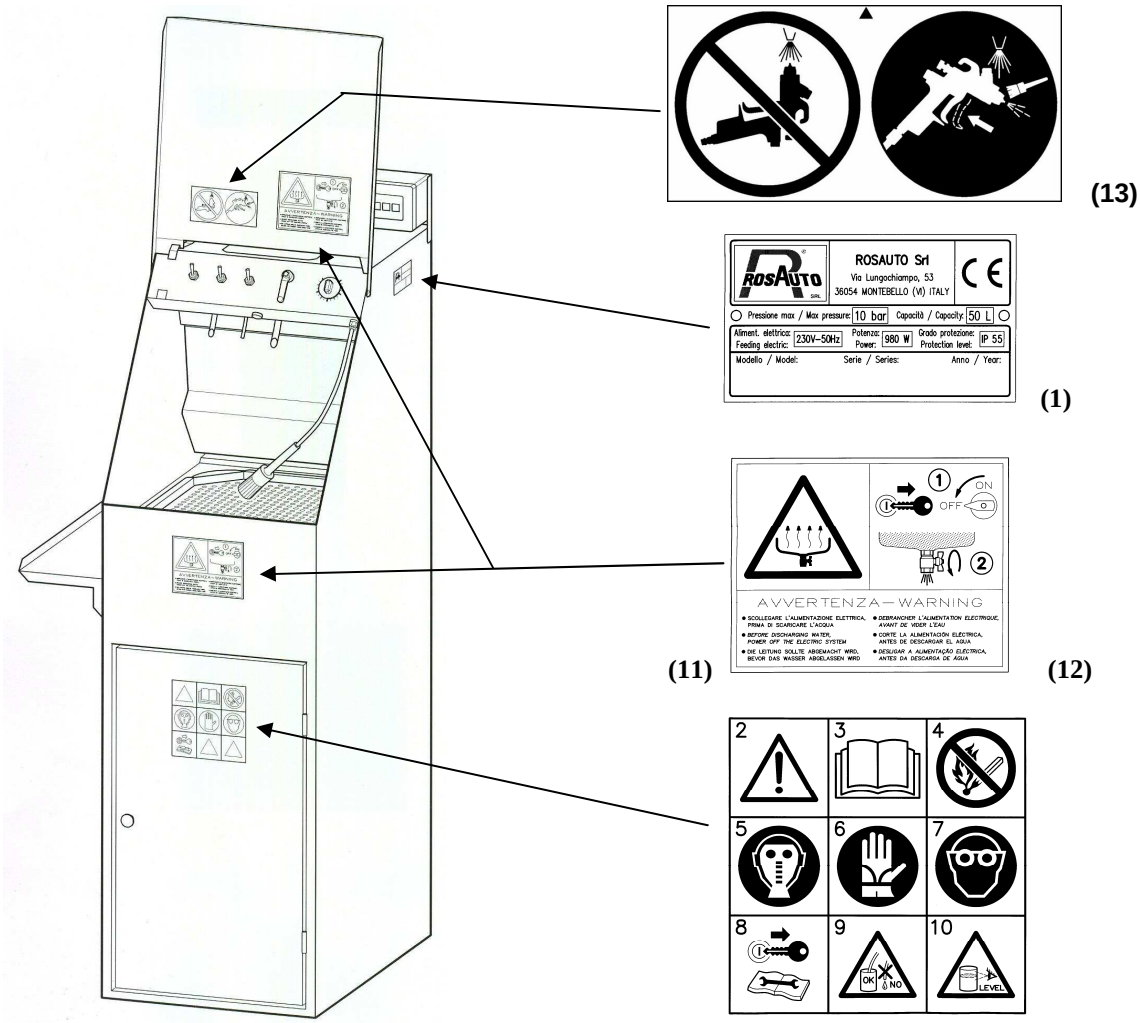

Figure 2
Le **LAVE-PISTOLETS** est équipé d'une plaquette d'identification du constructeur ainsi que de pictogrammes (étiquettes) d'avis signalant les risques résiduels présents sur la machine. La Figure 2 reproduit une plaquette et les avis de danger avec l'indication de l'endroit exact où la plaquette d'identification du constructeur est normalement apposée.
- **Il est interdit** d'évacuer le détergent de la **Figure 2** g.1A) sans avoir coupé préalablement l'alimentation électrique en agissant sur le tableau de con) fig.1A).